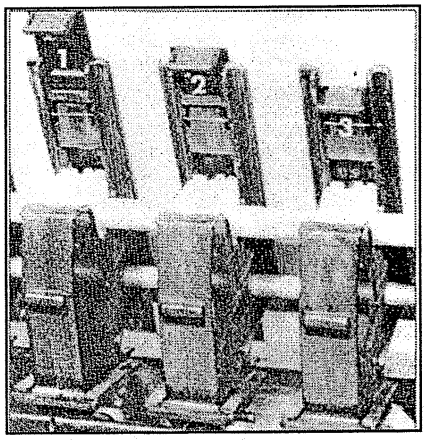

Fig.37
2. **Afsluitschuif (fig.37):**